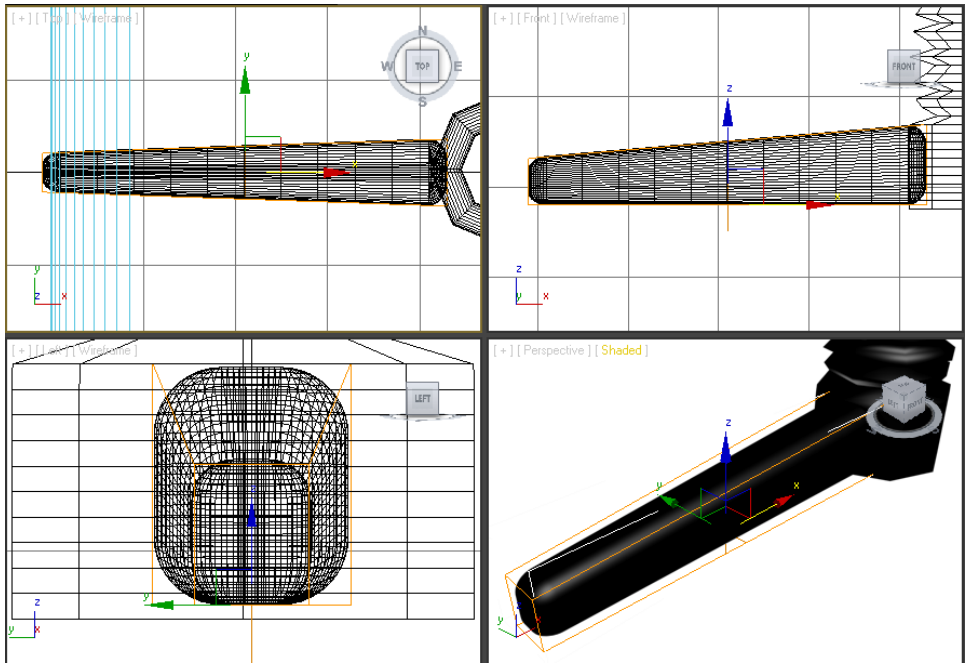

Figure 3-47 *The leg01 displayed in all viewports after applying the* ***Taper*** *modifier*
4. After entering the values, *leg01* is tapered, as shown in Figure 3-47.